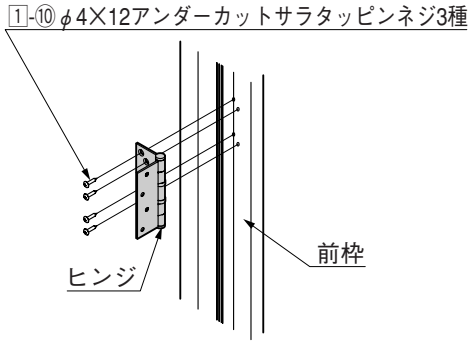

図11-1
❶ヒンジを前枠のヒンジ取付け穴に手回しドライバーを使って1-⑩で取付けてください。（図11-1参照）